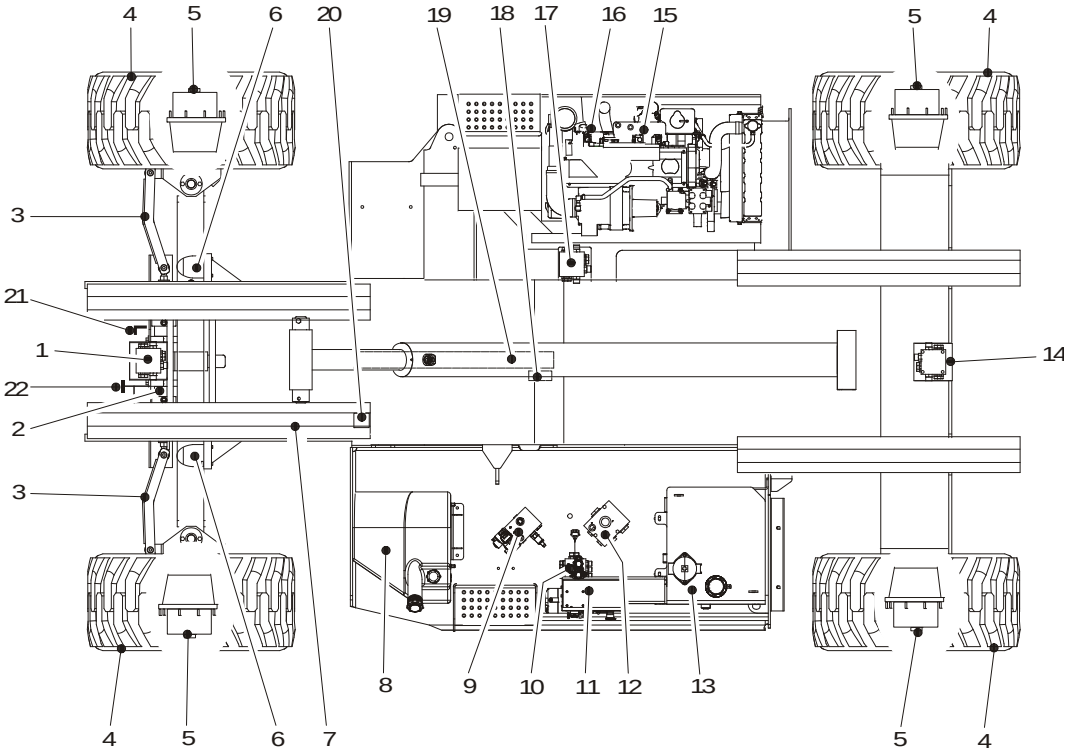

Figure 2-1. Walk Around Inspection Diagram
5. **"Walk-Around" Inspection** – Refer to Figure 2-1.